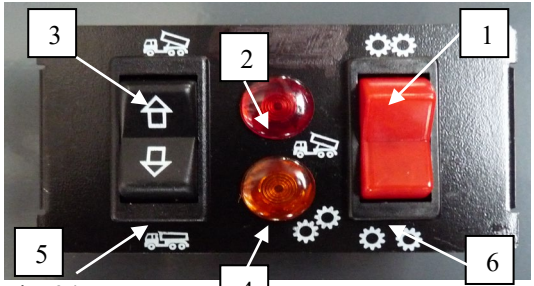

Fig. 24
7.3 Commandes d'actionnement (INSTALLATIONS AVEC PRISE DE FORCE SUR LA BOITE DE VITESSES) (fig. 24)